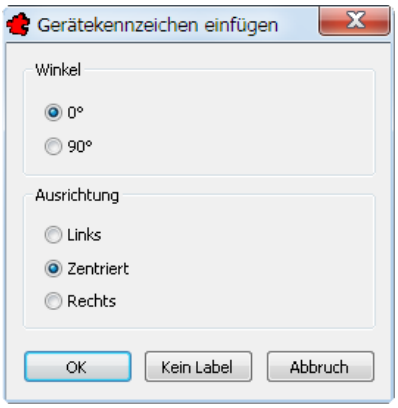

Bild 28.47 – Texteigenschaften für Gerätekennzeichen
- Im Dialogfeld *Gerätekennzeichen einfügen* wählen Sie zunächst den *Drehwinkel* und die *Ausrichtung* des Textes. Stellen Sie *0°* bzw. *Zentriert* ein und bestätigen Sie (Abb. 28.47).